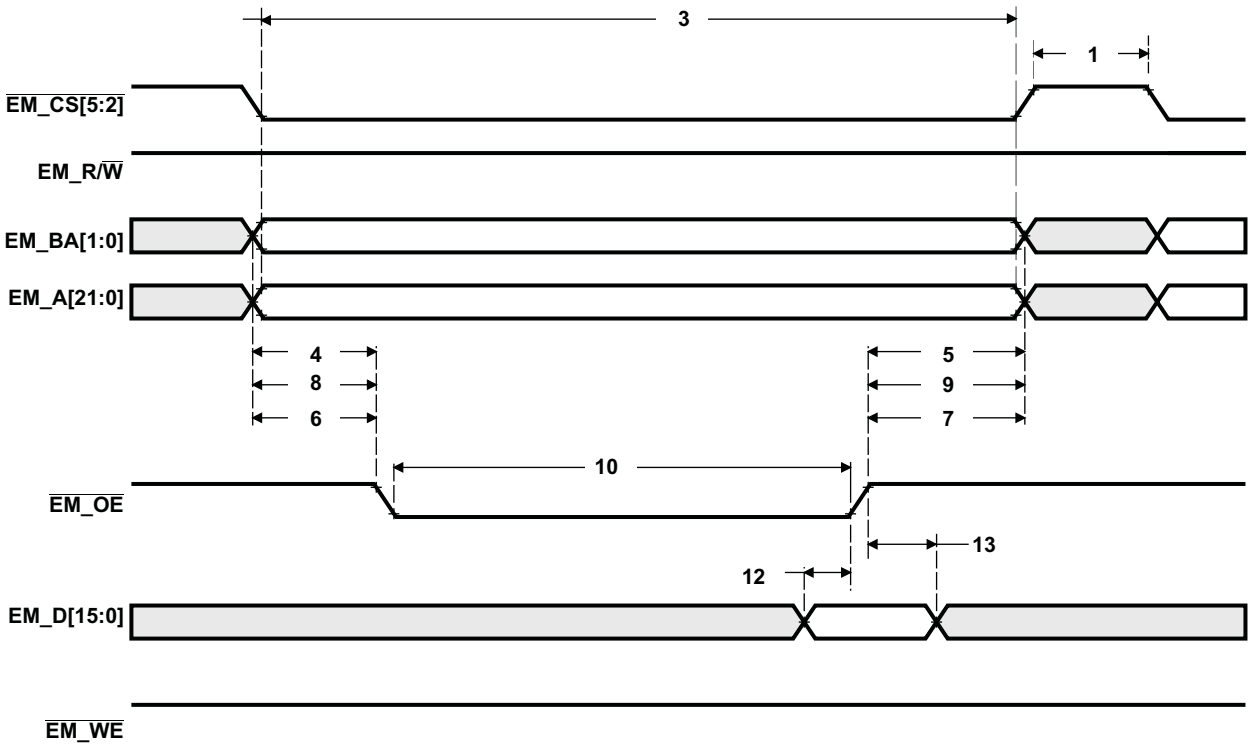
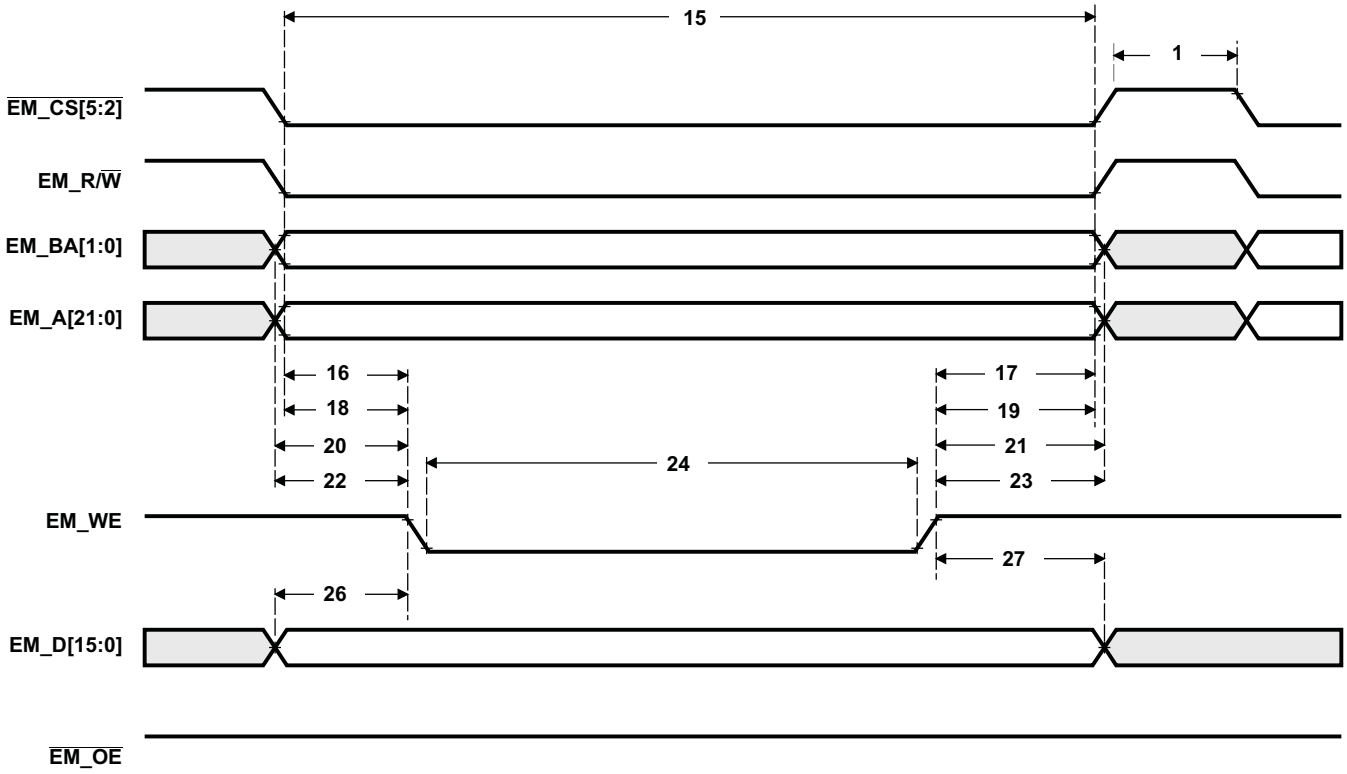

Figure 6-14. Asynchronous Memory Read Timing for EMIF
Figure 6-15. Asynchronous Memory Write Timing for EMIF
Table 6-24. Timing Requirements for Asynchronous Memory Cycles for EMIFA Module[(1)] (see Figure 6-14 and Figure 6-15)
Table 6-25. Switching Characteristics Over Recommended Operating Conditions for Asynchronous Memory Cycles for EMIFA Module(1) (2) (see Figure 6-14 and Figure 6-15)
Table 6-25. Switching Characteristics Over Recommended Operating Conditions for Asynchronous Memory Cycles for EMIFA Module (1) (2) (see Figure 6-14 and Figure 6-15) (continued)